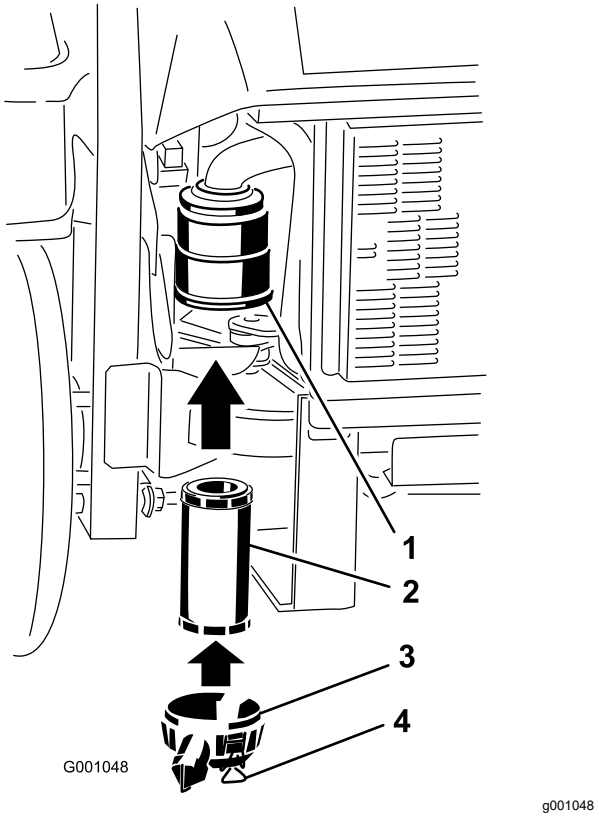

Figuur 55
2. Schuif het filter voorzichtig in het filterhuis (Figuur 55).
3. Plaats het luchtfilterdeksel en maak de sluitingen vast (Figuur 55).